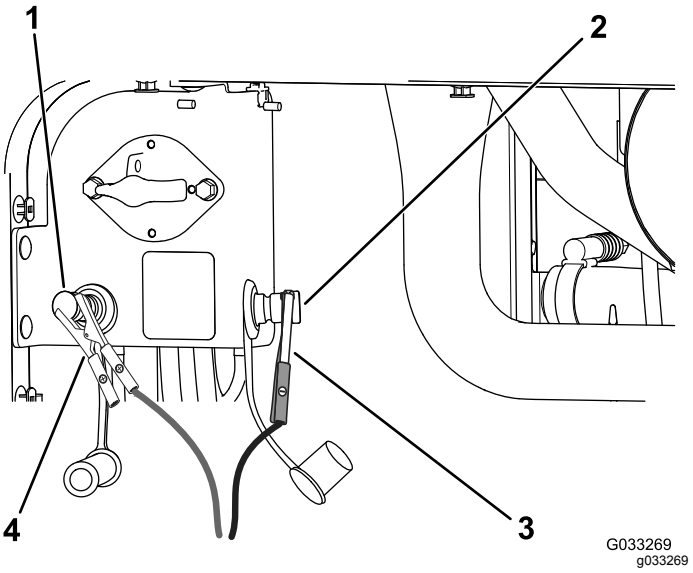

Figur 98
4. Koble den positive ledningen på batteriladeren til den positive startpolen (Figur 98).
5. Koble den negative ledningen på batteriladeren til den negative startpolen (Figur 98).
7. Når batteriet er helt oppladet, kobler du laderen fra strømkilden, og deretter laderledningene fra startpolene (Figur 98).